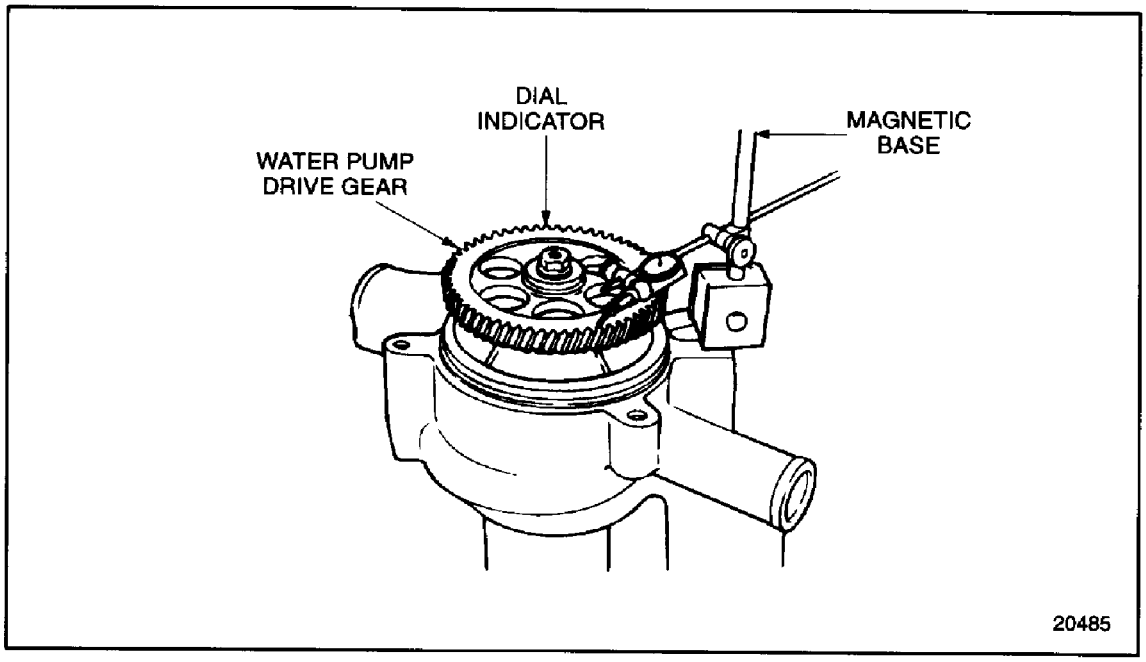

Figure 4-34 Measuring Water Pump Drive Gear Runout (GCM)
4. Using a dial indicator with magnetic base, measure the total run-out of the water pump drive gear at four places, at 90° intervals. Maximum allowable run-out is 0.0635 mm (0.0025 in.). See Figure 4-34.